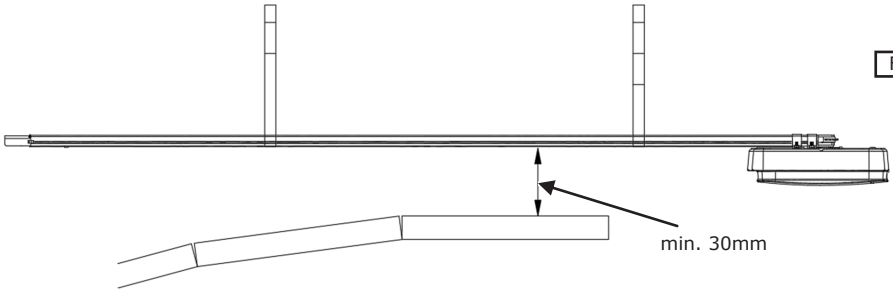

Fig. 1
5. Avstand fra underkant motortrekk til toppen av garasjeporten bør være minimum 30mm på det nærmeste punkt. (Fig. 1)